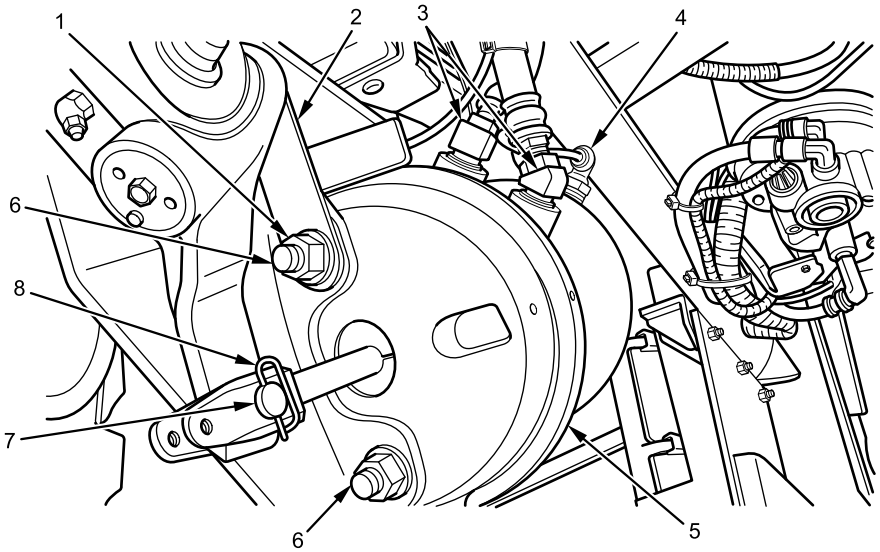

Figure 7. Air Chamber Slack Adjuster with One Clevis Pin.
1. Clean threads on air line hoses (Figure 7, Item 3) with wire brush.
2. With threads on air line hoses (Figure 7, Item 3) facing you, apply tape thread sealing compound clockwise on threads.
3. Apply corrosion preventive compound on two air chamber bolt threads (Figure 7, Item 6).
4. Install air chamber (Figure 7, Item 5) on air chamber bracket (Figure 7, Item 2) with two air chamber bolts (Figure 7, Item 6), washers, and nuts (Figure 7, Item 1) and tighten securely.
5. Connect two air line hoses (Figure 7, Item 3) to air chamber (Figure 7, Item 7).
6. Install clevis pin (Figure 7, Item 7) and new clip (Figure 7, Item 8) on slack adjuster.
7. Connect air vent nylon hose (Figure 7, Item 4) to air chamber (Figure 7, Item 5).